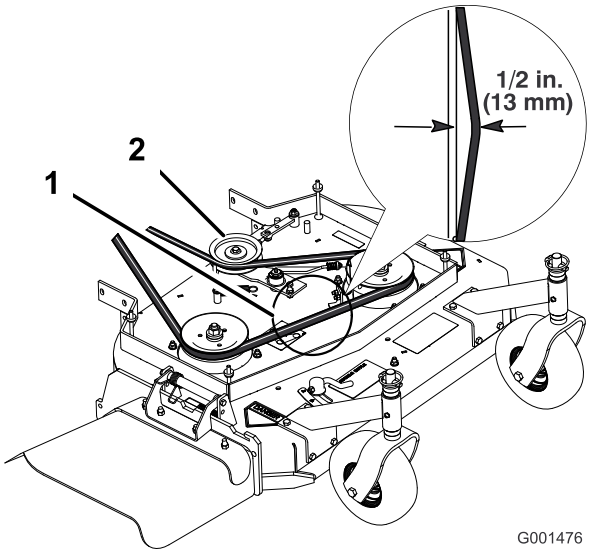
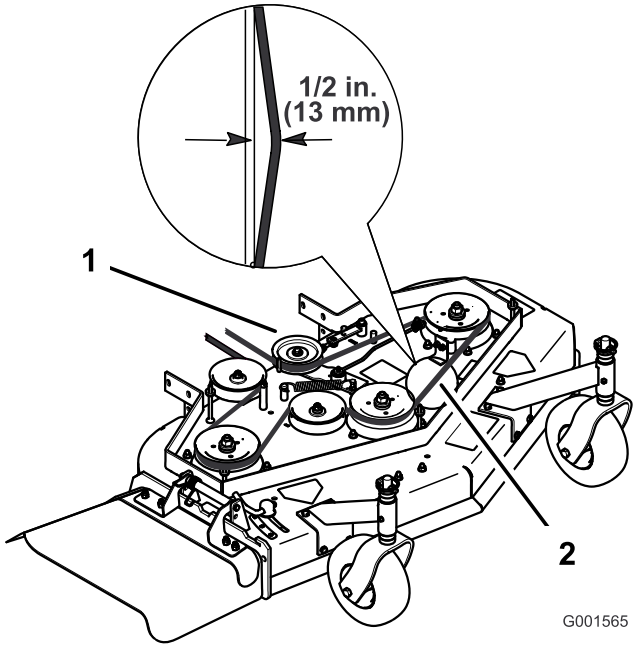

Figura 45
Figura 46
Nota: La tensión correcta de la correa del cortacésped es de 44-67 N (10-15 lbf) con la correa desviada 13 mm (1/2 pulg.) en el punto intermedio entre las poleas (Figura 45 o Figura 46).
3. Afloje la contratuerca del tensor (Figura 45).
4. Gire el tensor hacia la parte trasera del cortacésped para aumentar la tensión de la correa. Gire el tensor hacia la parte delantera del cortacésped para reducir la tensión de la correa (Figura 45).
Nota: La tensión correcta de la correa del cortacésped es de 44-67 N (10-15 pulgadas-libra) con la correa desviada 13 mm (1/2 pulgada) en el punto intermedio entre las poleas (Figura 45).
Nota: La tensión correcta de la correa del cortacésped es de 44-67 N (10-15 lbf.) con la correa desviada 13 mm (1/2 pulg.) en el punto intermedio entre las poleas (Figura 46).